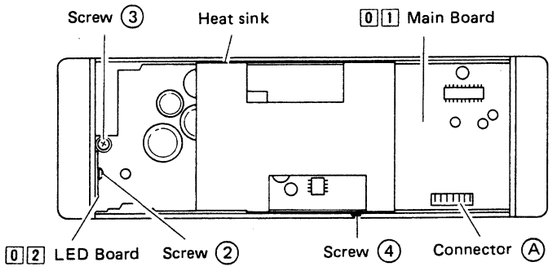

Fig. 2-2
2. To remove the front and rear panels, lift up while pressing heat sink after the top cover has been removed. Remove screw (2) shown in Fig. 2-2 to remove the LED board.
3. Remove screws (3) and (4) . Now lift the heat sink to remove connector (A) . The main board can now be removed.